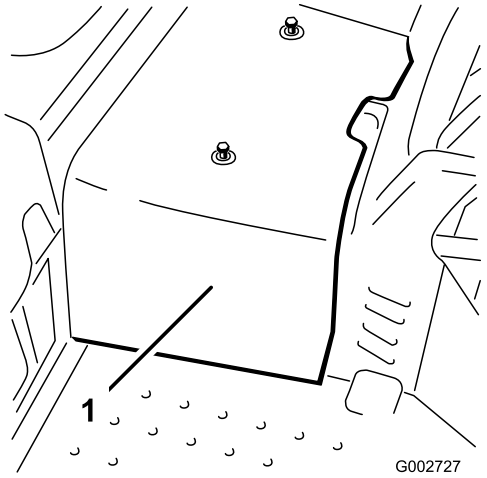

Figur 38
2. Fjern de to skruer, der fastgør den midterste beklædning til maskinen, og fjern beklædningen (Figur 38).